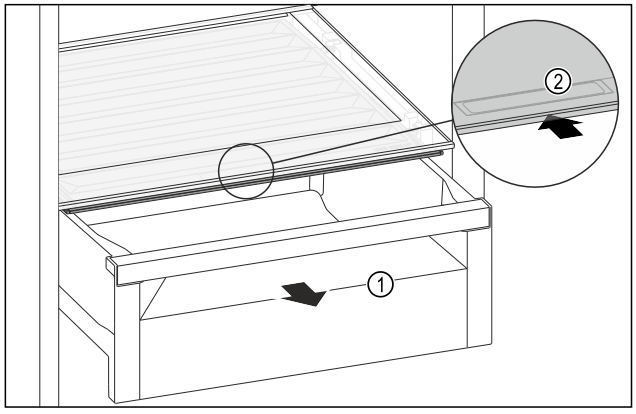

Fig. 85
▶ Extrageți sertarul *Fig. 85 (1)*.
▶ Prindeți mânerul încastrat *Fig. 85 (2)* de la capacul compartimentului și glisați concomitent capacul compartimentului spre partea posterioară.